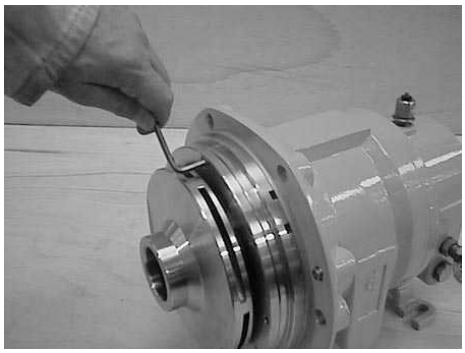

Fig. 3
5.05 Remove the three Bush Holder Retention Screws (20.S41) located behind the Impeller (06.06). - **Fig. 3**